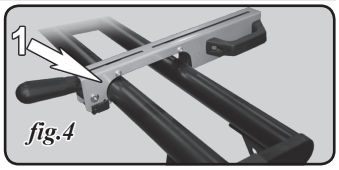

fig.4
1. Fixer l'avant en premier (fig.4).